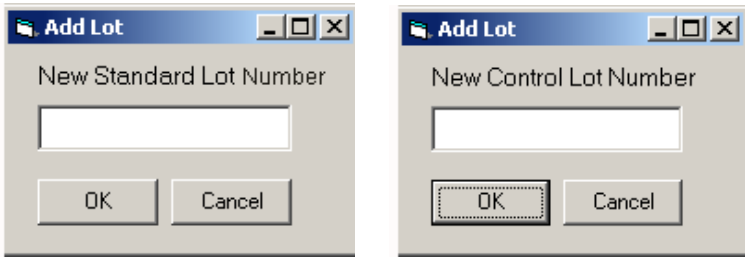
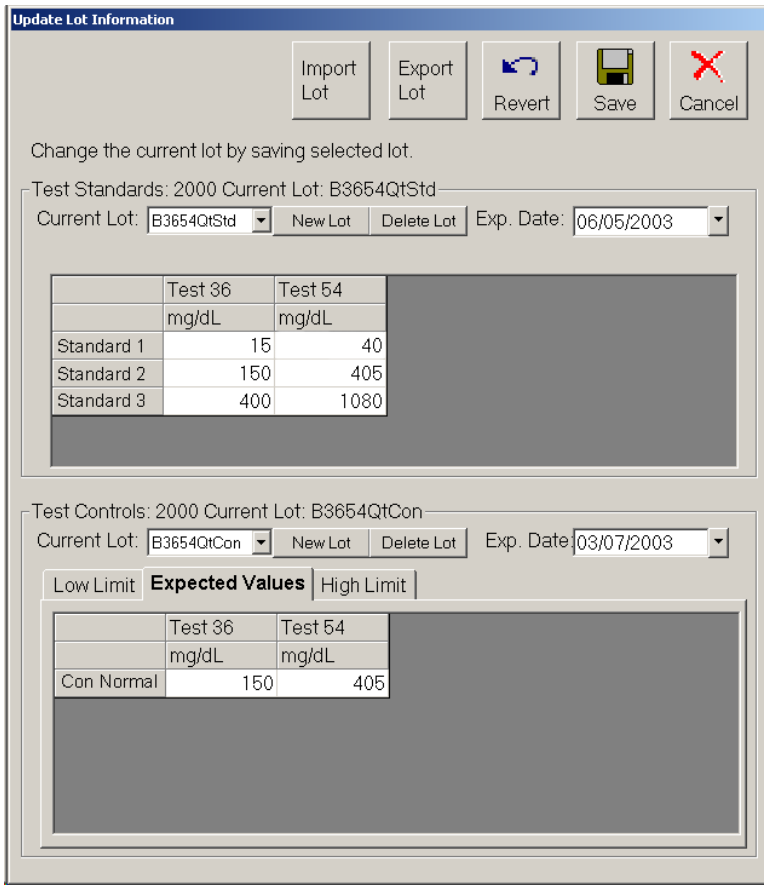

Figure 5-42. Add Lot Standard and Control Dialog Boxes
Figure 5-43. Update Lot Information Dialog Box
tinue. Once you enter the numbers, the **Update Lot Information** dialog box opens. See Figure 5-42 and Figure 5-43.
b.) If the template has associated lot information, the **Update Lot Information** dialog box opens. To create a new lot when there is an existing lot, click **New Lot** on the Standard or Control section of the dialog box. A **New Standard Lot** or **New Control Lot** dialog box opens. Enter the standard or control lot number. See Figure 5-42 and Figure 5-43.
Note: Depending on the types of products associated with the template that you select, the screen may vary from the example in Figure 5-43. That is, if you are creating only standard lots, then only the upper
5. Enter the standard concentration values provided in the kit manufacturer's instructions. See Figure 5-43.